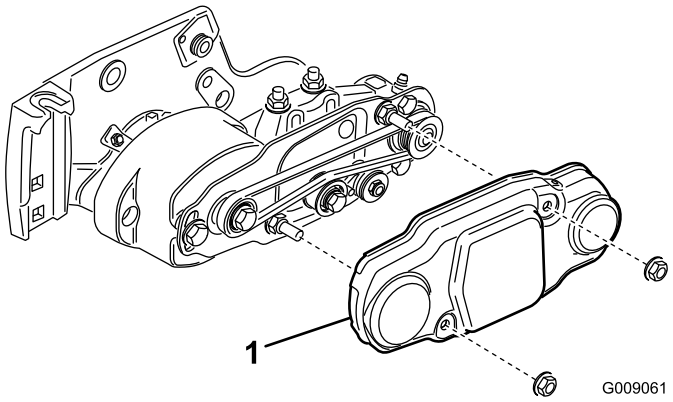

Figura 18
25. Coloque la cubierta de la correa sobre los pernos de montaje y sujétela con 2 tuercas con arandela prensada (Figura 18).